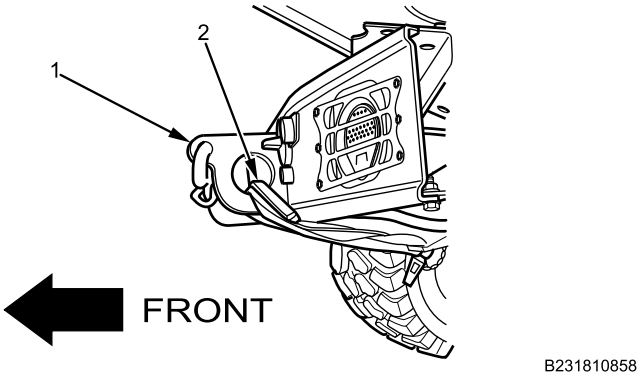

Figure 7. Front Towing Eye.
5. Remove lifting strap (Figure 7, Item 2) from front towing eye (Figure 7, Item 1).